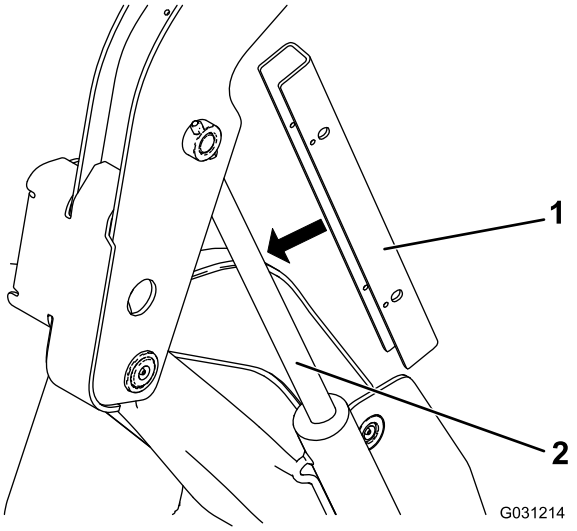

Figuur 35
5. Schuif de cilindervergrendelingen over de hefcilinderstang (Figuur 35).